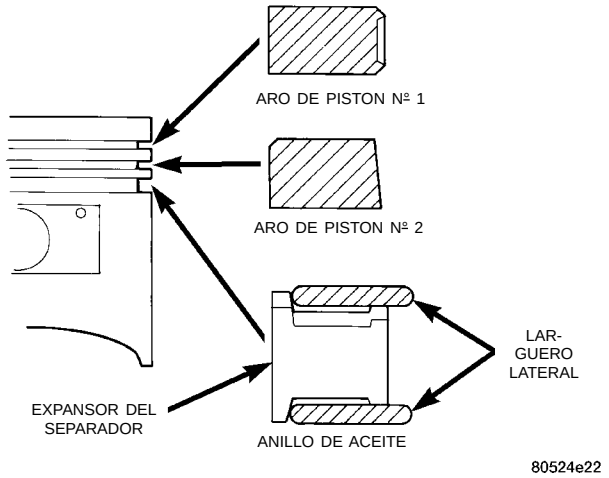

Fig. 81 Instalación de los aros de pistón
(1) Instale los aros con las marcas de identificación de fábrica mirando hacia arriba, hacia la parte superior del pistón (Fig. 81).
(2) Instale primero el larguero lateral superior y después el inferior.
(3) Instale el aro de pistón Nº 2 y después el Nº 1 (Fig. 81).